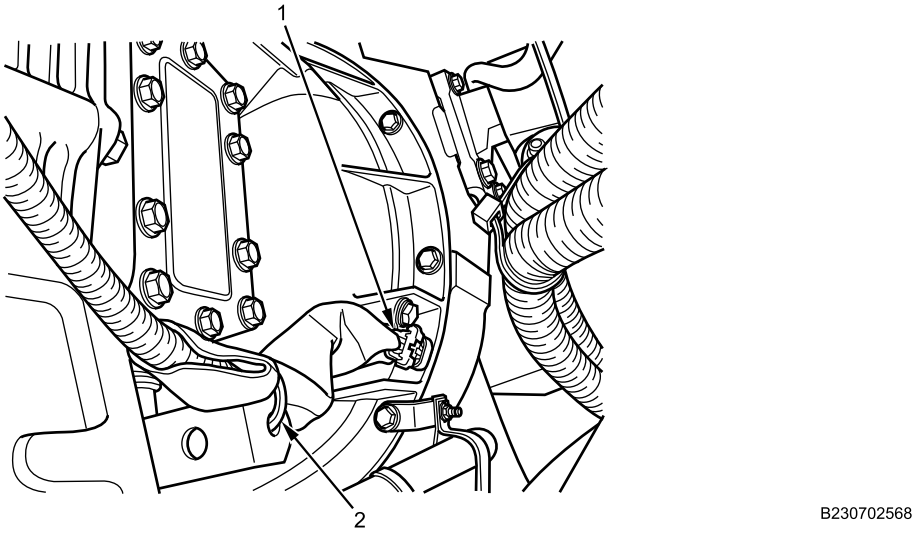

Figure 7. Input Speed Sensor.
8. Remove lock tab and disconnect input speed sensor connector (Figure 7, Item 1).
9. Remove and discard cable lock strap (Figure 7, Item 2).